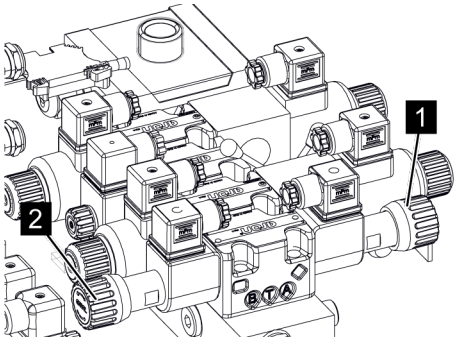

Fig. 87: Activating function
8. *For **outrigger operation**, screw the valve (*Fig. 87*/1) in clockwise up to the stop.*
*For **platform operation**, screw the valve (*Fig. 87*/2) in clockwise up to the stop.*
> *Always screw in only one valve (Fig. 87/1 or 2). The other one must be unscrewed.*